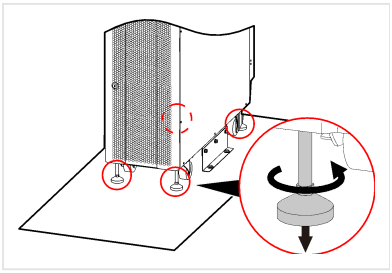

FIGURE 3-4 Lowering the leveling feet
8. Lower the four leveling feet together (counterclockwise) until they rest on the floor and carry part of the load (Figure 3-4). Lock the casters.